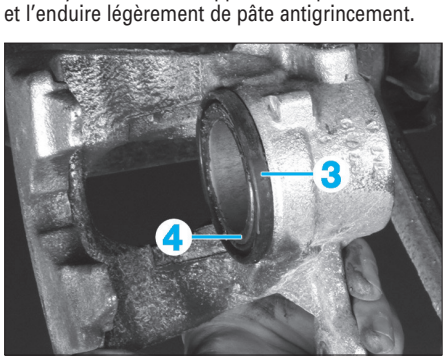

Fig. 4
- Contrôler l'état du pare-poussière (3) et le remplacer au besoin **(Fig.4)**.
- Nettoyer la surface d'appui (4) du piston de frein et l'enduire légèrement de pâte antigrincement.